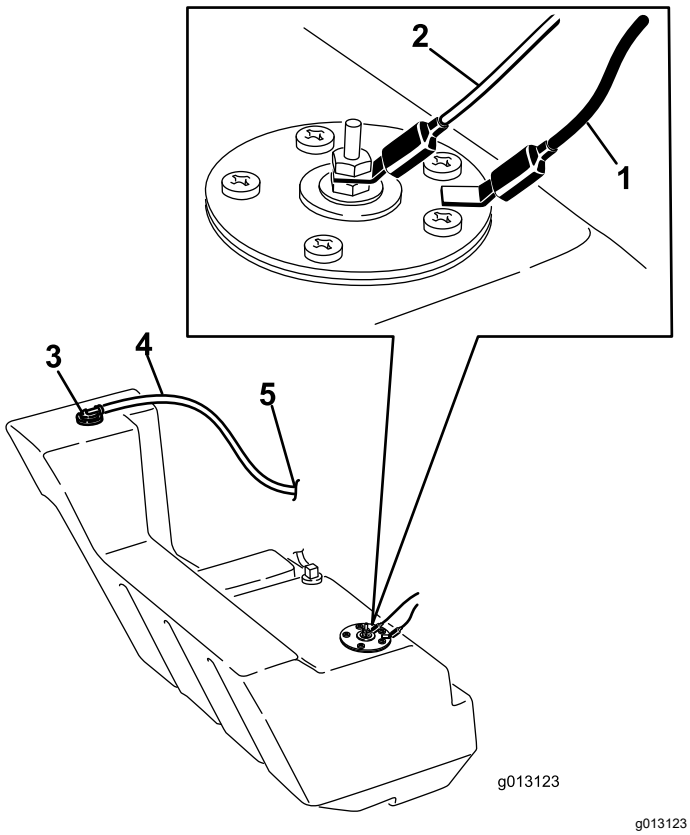

Figuur 66
12. Koppel de 2 draden los die naar de rechterzijde van de tank lopen (Figuur 66).
21. Sluit aan de rechterzijde van de tank de oranje draad aan op de middelste pool en de zwarte draad op de buitenste pool (Figuur 66).